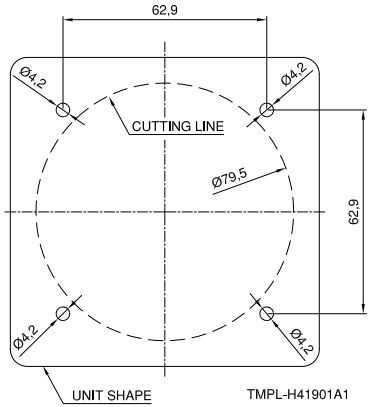

**Figure 4**
**IMPORTANT:** Make sure you respect the screw length formula to avoid damaging the plastic of the EngiBOX. Use light thread locker to prevent screw loosening with vibration. Use the cutting template, included in the box, to cut out the panel. (see Figure 4)